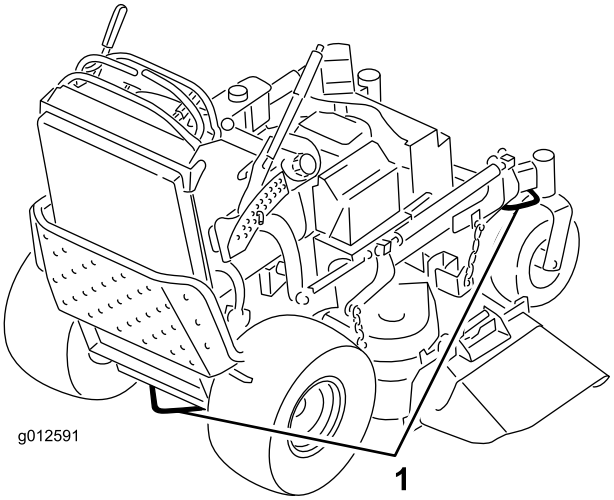

Figuur 26
6. Gebruik de metalen bindogen op de machine om de machine goed te bevestigen op de aanhangwagen of de vrachtwagen met banden, kettingen, kabels of touwen (Figuur 26).